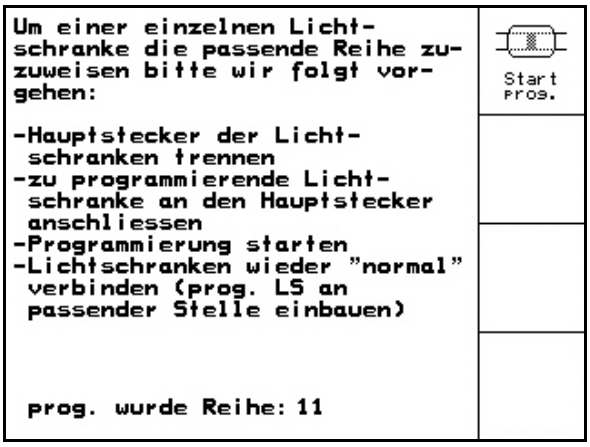

Fig. 84
6. Programmierte Lichtschranke in der entsprechenden Reihe wird angezeigt (Fig. 84).